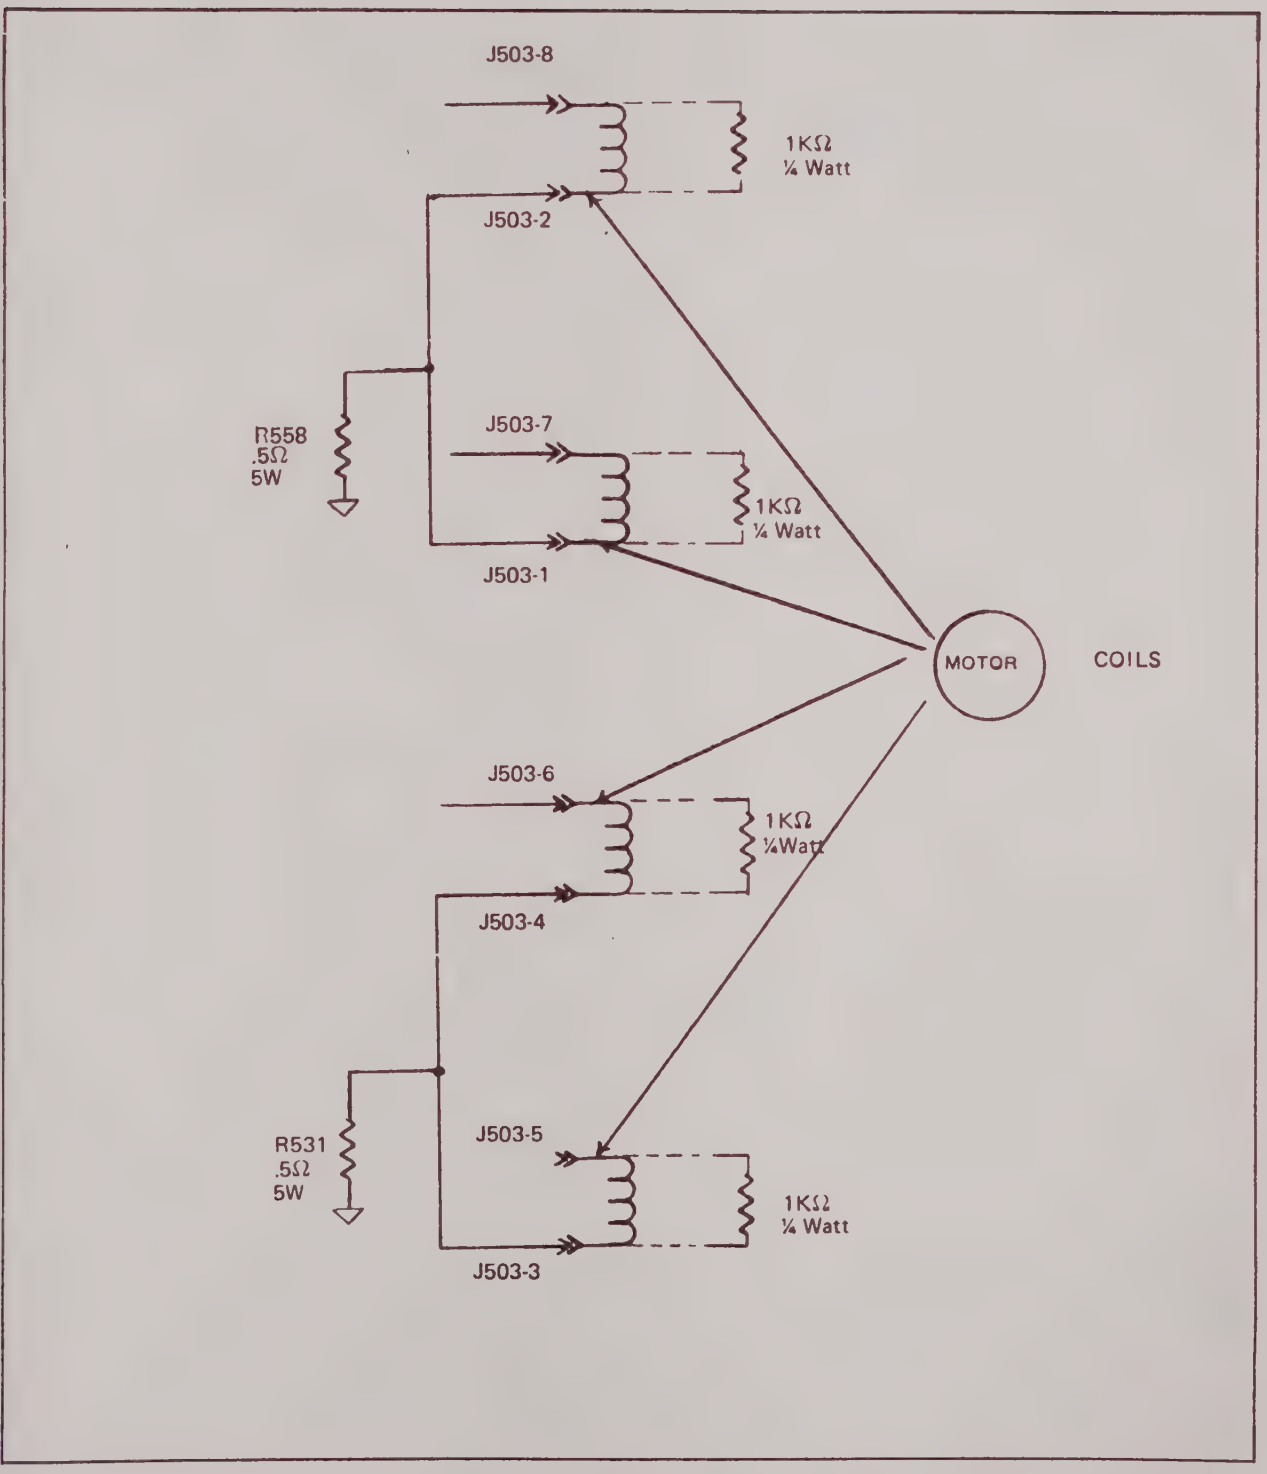

FIGURE 5-20 STEPPER MOTOR COILS
2. Connect two 47K ohm ¼ watt resistors in parallel with the 2.2 mega ohm feedback resistors of the error amplifier U501. (Refer to Figure 5-20).